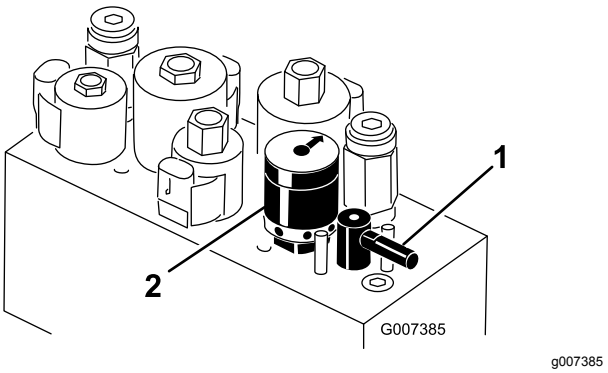

Figur 57
4. Drej baglapningsgrebet til positionen "R" (Figur 57).
5. Drej hastighedsregulatoren til knivcylindre til indstillingen 1 (Figur 57).